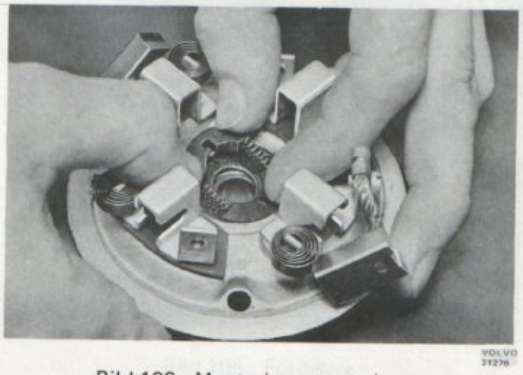

Bild 102. Montering av rotorbroms
1. Montera rotorbromsen i kommutatorlagerskölden, se bild 102 samt ledningen mellan plusborstarna.